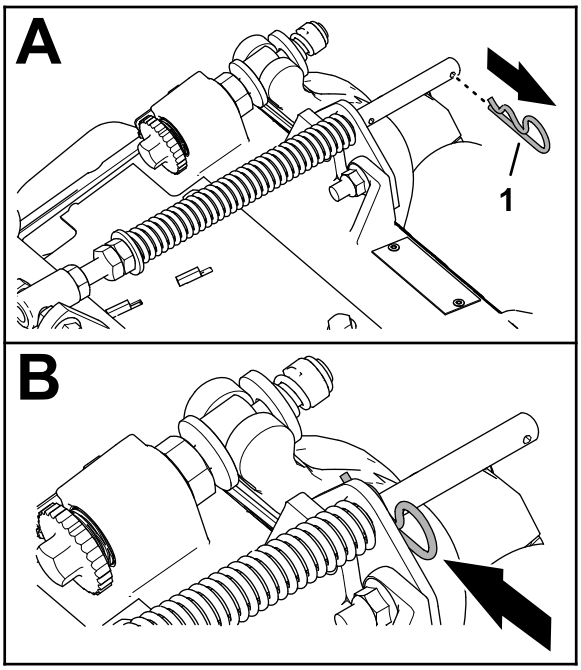

Figur 10
1. Hvis låseclipsen er sat i det bageste hul på kompensationsfjederstaven – fjern låseclipsen, og sæt den i hullet ved siden af beslaget (Figur 10).